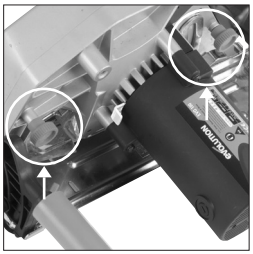

Fig. 1
- Retire el recogedor de virutas de la máquina aflojando los (2) tornillos grandes de mariposa. **(Fig. 1)**